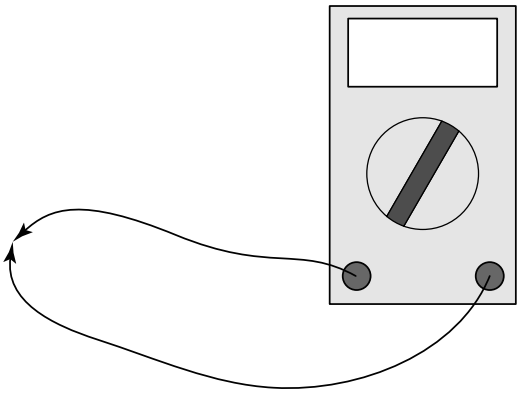

Figure 9-8: Touch the test probes of the meter to test proper continuity and calibration.
2. **Plug both test probes into the proper connectors of the meter and then touch the ends of the two probes together, as Figure 9-8 shows you.**